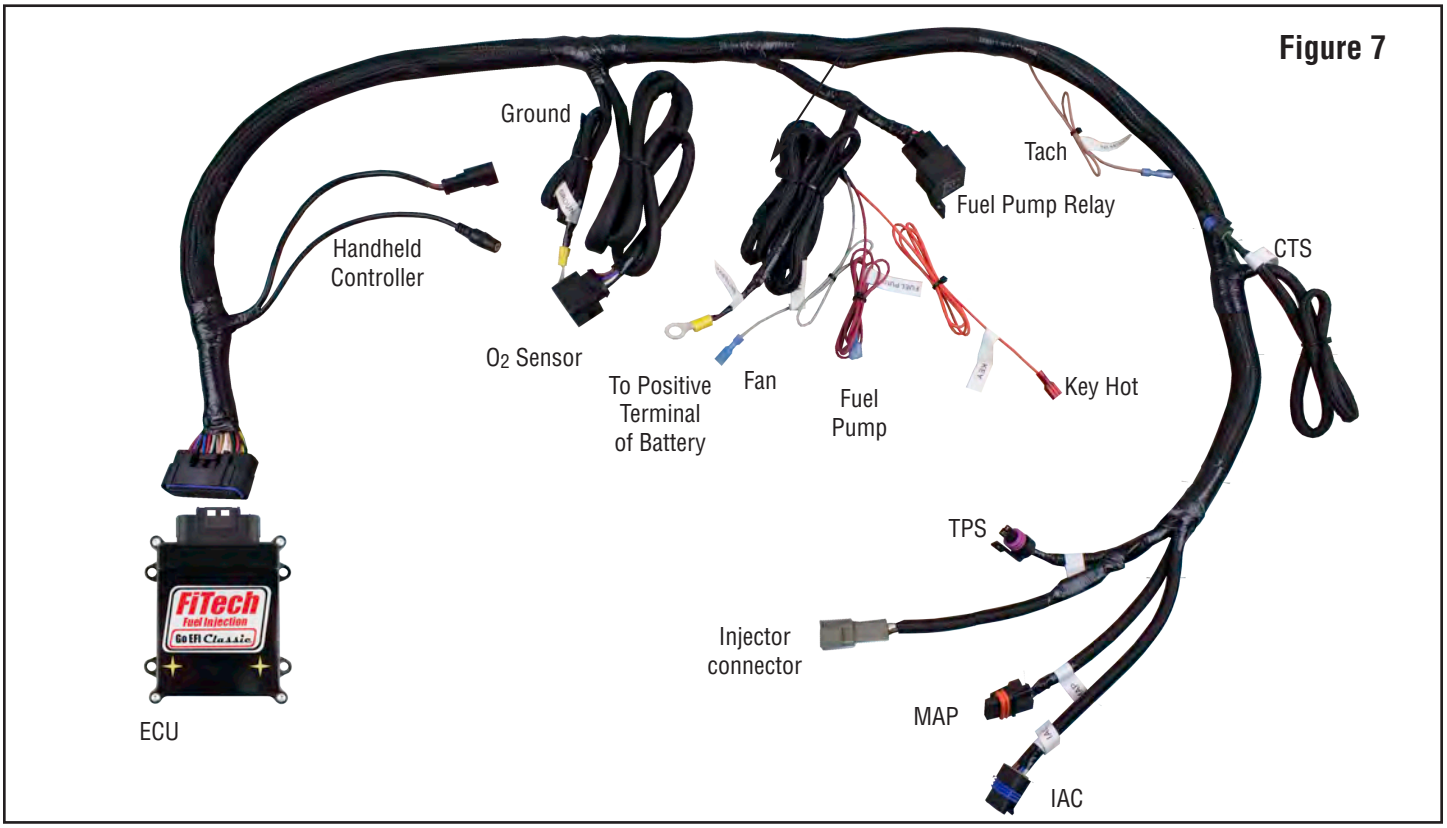

Figure 7
2. The Sensor connects to one of the cables in the main wiring harness. See Figure 7 on next page.
10. Connect the O2 sensor to the sub-harness that connects to the throttle body. See Figure 7.
All modifications made to wiring can only be made on wires listed in Wire Chart Figure 16 on the next page such as extensions or cuts. Any modification of the ECU main harness (see Figure 7) other than these listed wires will result in a VOIDING of the FiTech EFI warranty.
See Figure 7. Connect the injector sub-harness onto the main harness. Make sure the connectors are securely fastened.